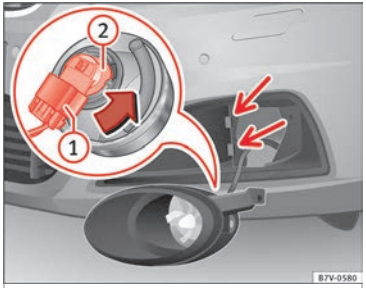

Afb. 110 Gloeilampen in de koplamp vervangen.
3. Kantel de koplamp lichtjes naar voren en verwijder deze uit de zijbehuizingen ››› afb. 110 (kleine pijlen).
4. Maak de steker ››› afb. 110 1 los en verwijder het.
5. Draai de fitting ››› afb. 110 2 naar links tot de aanslag en verwijder samen met de lamp door naar achter te trekken in de richting van de pijl.
8. Installeer de steker ››› afb. 110 1 in de fitting 2. Hierbij moeten de steker hoorbaar vastklikken.
9. Plaats de koplamp in de behuizingen ››› afb. 110 (kleine pijlen) en kantel de koplamp naar achter.